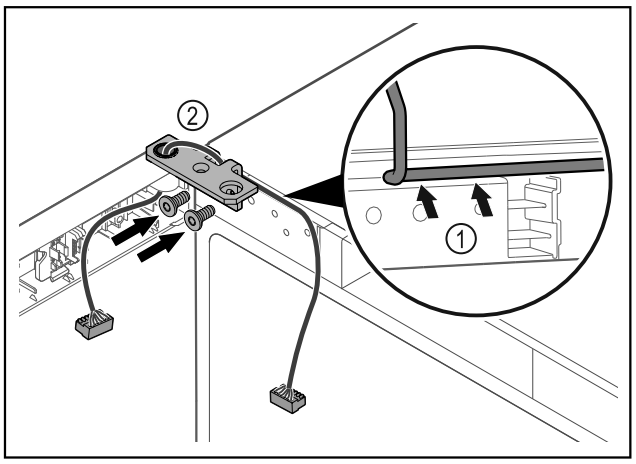

Fig. 53
▶ Dirijați cablul prin degajarea colțarului balamalei și dispuneți-l cu precauție *Fig. 53 (1)*.
▶ Înșurubați *Fig. 53 (2)* colțarul balamalei.